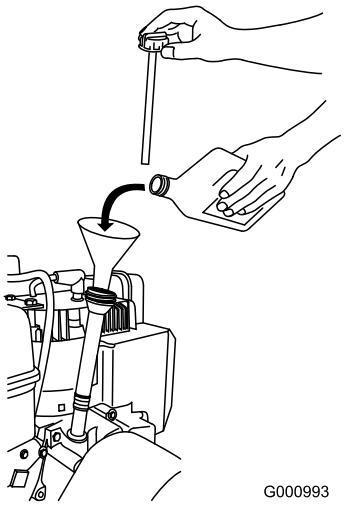

Bild 40
2. Nehmen Sie den Peilstab heraus und prüfen Sie den Ölstand (Bild 40). Füllen Sie Öl nach, wenn der Ölstand unter Auffüll-Marke am Peilstab steht. Siehe Auffüllen des Motors mit Öl.